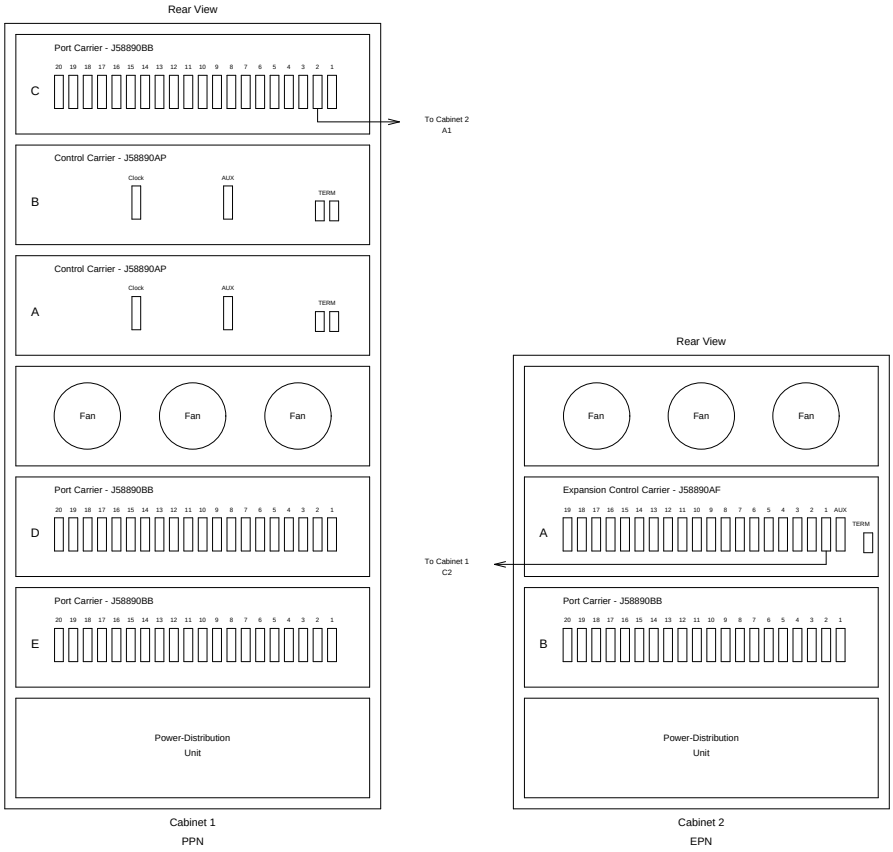
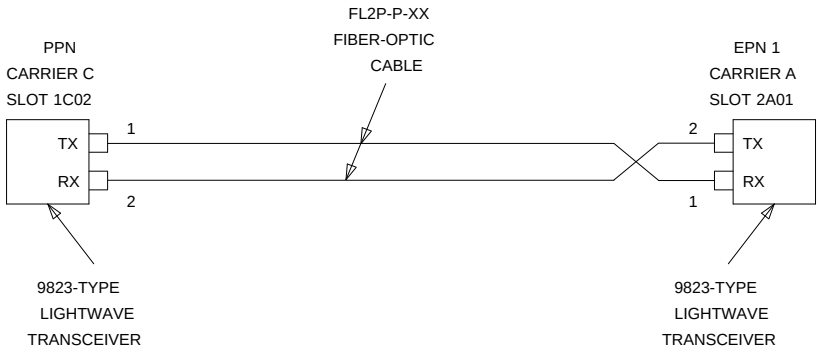
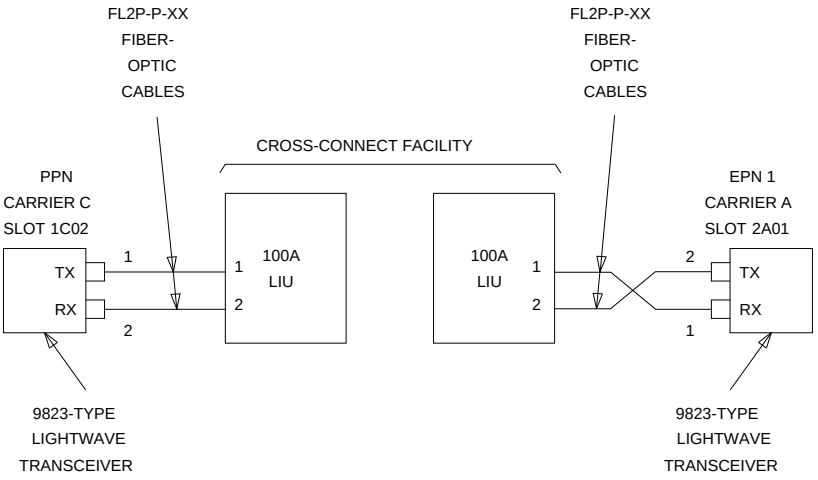

Figure 3-26. High-Reliability G3r V4 with Two Port Networks
Figure 3-27. Fiber-Optic Connections PPN to EPN
Figure 3-28. Fiber-Optic Connections PPN to EPN
The connectors on the lightwave transceivers are labeled either “TX” (transmit) or “RX” (receive), while the fibers attached to each connector are numbered either ‘‘1’’ or ‘‘2.’’ A viable fiber connection is only made when both fibers in each cable (that is, ‘‘1’’ and ‘‘2’’) route from the “TX” connector of a port network to the “RX” connector of its adjacent port network. For an example, refer to Figure 3-27.
1. Behind port carrier C of the PPN cabinet (see Figure 3-26 and Figure 3-27):
1. Behind port carrier C of the PPN cabinet (see Figure 3-26 and Figure 3-28):